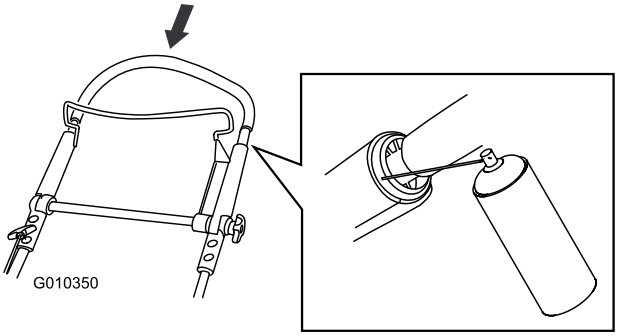

**Figur 42**
2. Tryck ner det övre handtaget helt och spreja plastinsidan på det yttre handtaget (Figur 42).